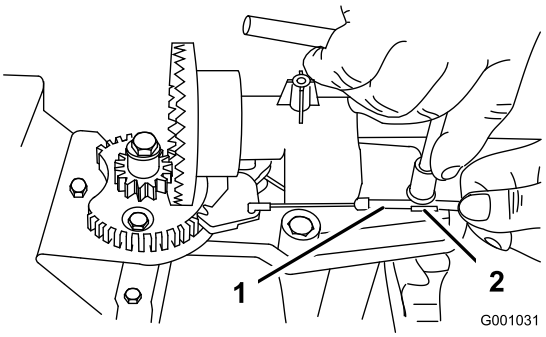
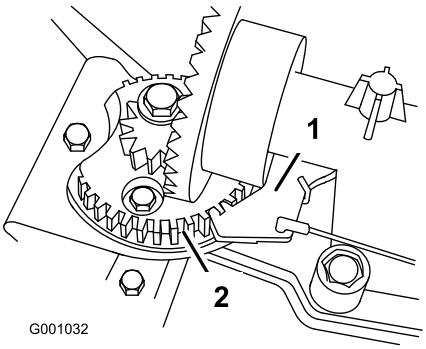

Figur 47
Figur 48
2. Lossa bulten på kabelklämman (Figur 47).
3. Ta tag i kabelledningen och rör den mot maskinens främre del tills spärrhaken på utkastaren helt hakar in i kugghjulets kuggar (Figur 47 och Figur 48).
Obs: Spärrhaken är fjäderupphängd och kommer att röra sig in i kuggarna på kugghjulet av sig själv (Figur 48).